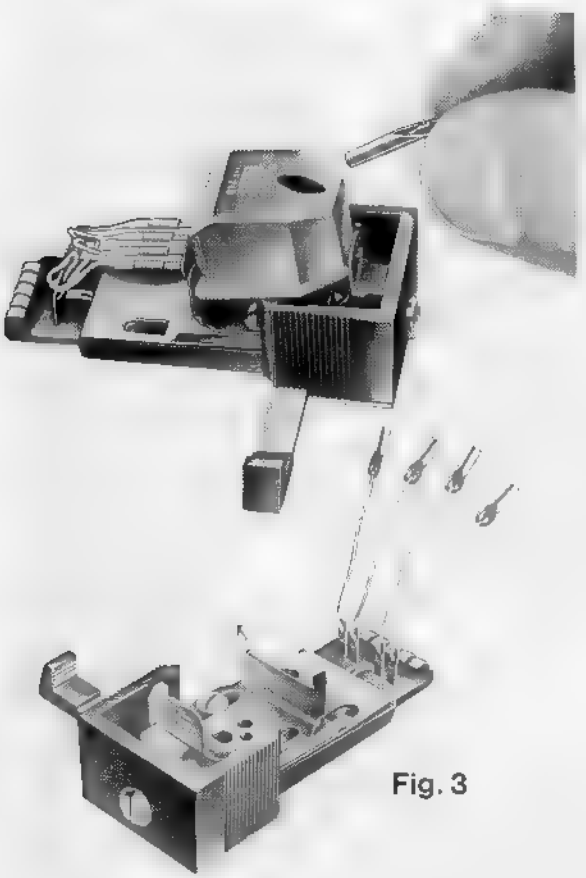

Fig. 3
4.2 Die Abtastnadel des Tonabnehmers ist immer staubfrei zu halten. Diamantabtaststifte können ca. 1000 Stunden gespielt werden. Sie nutzen sich jedoch trotz ihrer großen Härte ab. Abgenutzte Nadeln beeinträchtigen die Tonwiedergabe und zerstören die Tonrillen. Eine defekte Nadel sollte unverzüglich ausgetauscht werden. Der Nadelwechsel läßt sich - wie das Beispiel des ELAC-Systems STS 240 (Fig. 3) zeigt - sehr leicht ausführen.